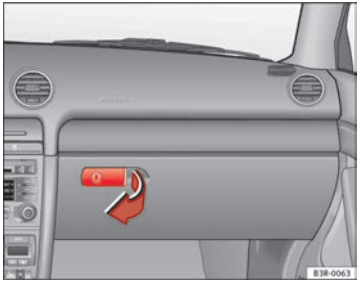

Fig. 136 Glove compartment
– Pull the handle on the lid in the direction indicated (arrow) ⇒ Fig. 136 and open the lid.